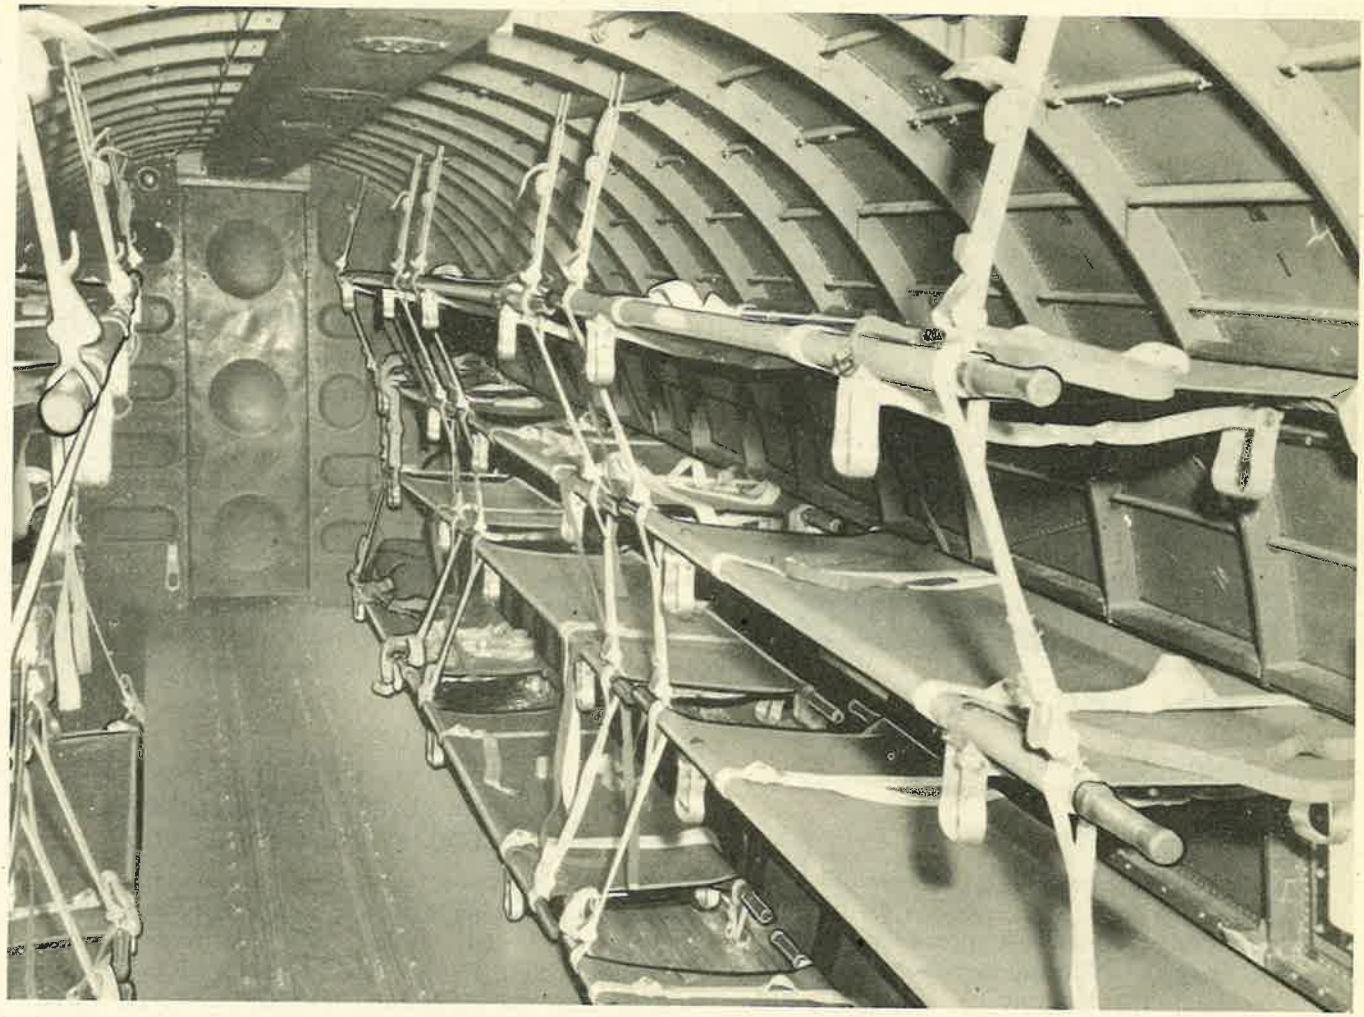
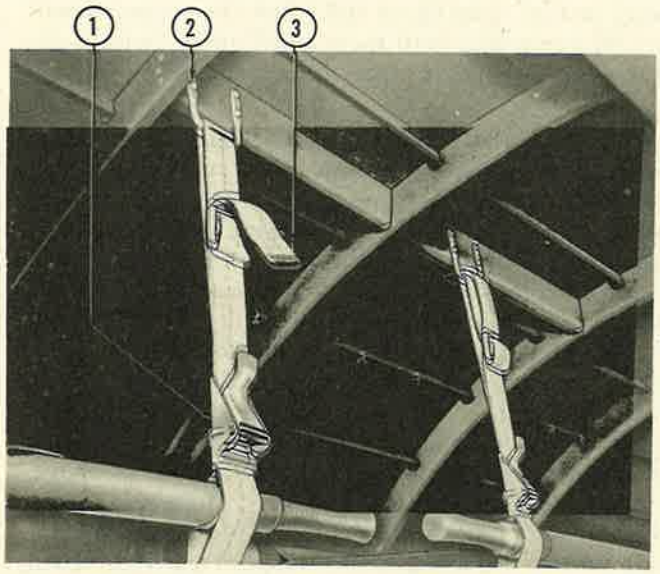
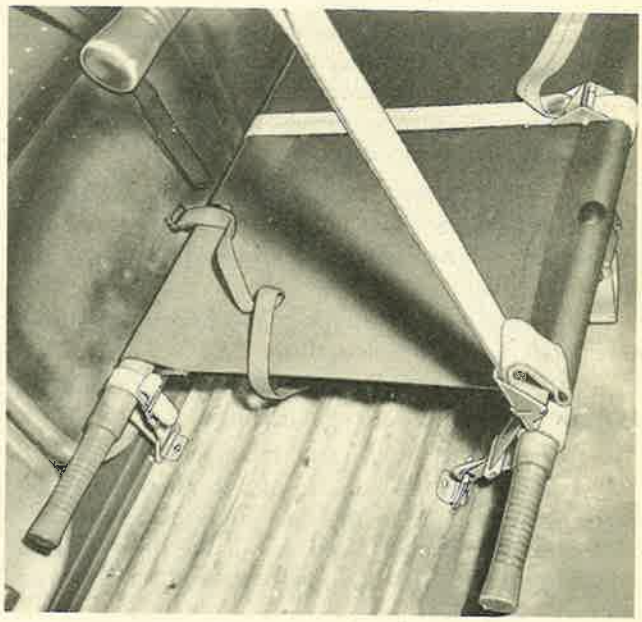

Figure 599—Strap Type Litter Supports Installed
Figure 600—Litter Strap Attachment at Top of Cargo Compartment
Figure 601—Litter Support Floor Attachment
(a) DESCRIPTION.—On some airplanes provisions are made for installing strap-type litter supports in place of the metal supports described in the preceding paragraphs. Four litters may be mounted in a tier when this installation is used, making it possible for the airplane to carry 24 litters instead of 18. The strap-type supports (figure 599), consist of adjustable web straps, buckle assemblies, and adjustable loops within the straps for supporting the litter handles. The supports for the outboard handles of the litters consist of a buckle and strap assembly mounted on channels which are attached between the frames along the sides of the cargo compartment. The inboard handles of the litters are supported by the adjustable loops in the long inboard straps. These straps are suspended from hangers (2, figure 600), which are attached to channels between the frames along the top of the cargo compartment, and snap into rings along the cargo compartment floor. (See figure 601.) An adjusting buckle (1, figure 600), is provided on both the inboard straps and the outboard buckle assemblies. This enables the loops to be tightened so that a firm grip on the litter handles is assured. The tension on the inboard straps may be adjusted by using the adjusting buckle. (See 3, figure 600.) The outboard buckle assemblies which are attached to the channels between the frames remain mounted in the airplane when the litter installation is not being used, and the inboard straps remain attached to the hangers (2, figure 600). Canvas bags, marked "LITTER STRAP STOWAGE," are snapped to the longerons near the strap hangers. The inboard straps may be unsnapped from the floor rings (figure 601), rolled, and stowed in these bags.
1. Take the inboard straps from the stowage bags, unroll the straps and snap the straps to the proper floor ring. (See figure 601.)
3. Adjust the handle support loops as tightly as possible, using the adjusting buckle (1, figure 600).
4. Using the strap buckle (3, figure 600), adjust the inboard strap tension.
1. Loosen the handle support loops (1, figure 600), and remove the litters.
2. Unsnap the inboard strap assemblies from the floor rings (figure 601).